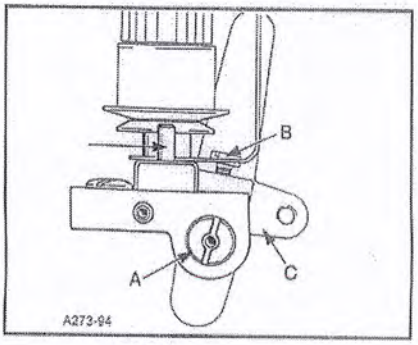

FIG.18
The thread tension release is set correctly when it begins to function at the point when the upper feed roller begins to rise. When adjustment is necessary ,loosen screw (B,Fig.18) in lift lever(C).Facing the tension release shaft (A) from the right end of the machine ,insert screwdriver in slot in shaft (A). Turn the screwdriver clockwise to raise pins(D) or counterclockwise to lower pins . Retighten screw(B).